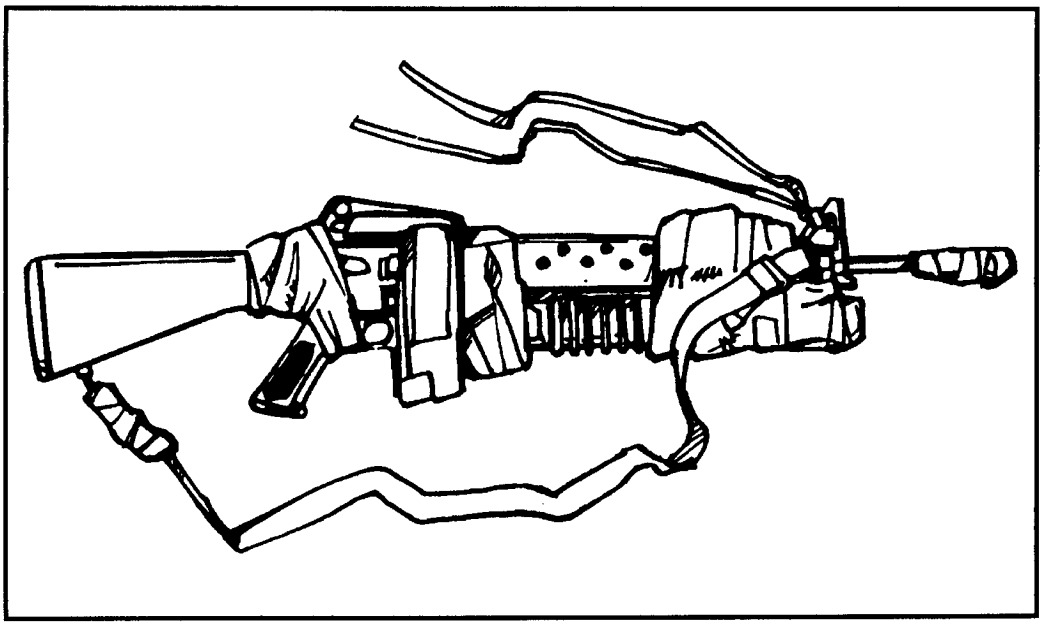

Figure 12-17. M203 grenade launcher, padded and taped.
d. Prepare the M203 grenade lancher as outlined above, but place additional padding and tape around it (Figure 12-17).